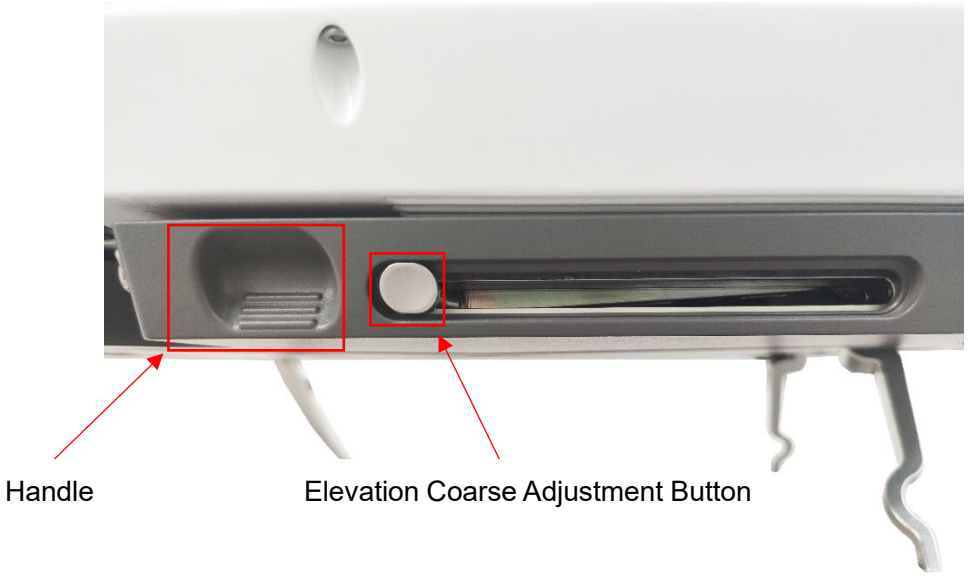

Figure 8-6 Elevation Coarse Adjustment Button
6. Elevation roughly adjustment reset: Hold the Terminal panel with the left hand, and press the elevation roughly adjustment button inward with the right hand. When the button slides downward, hold the Terminal panel with the left hand and gently move downward towards the base until the button returns to the 0 position, and the Terminal panel is closely connected with the base, as shown in Figure 8-6.